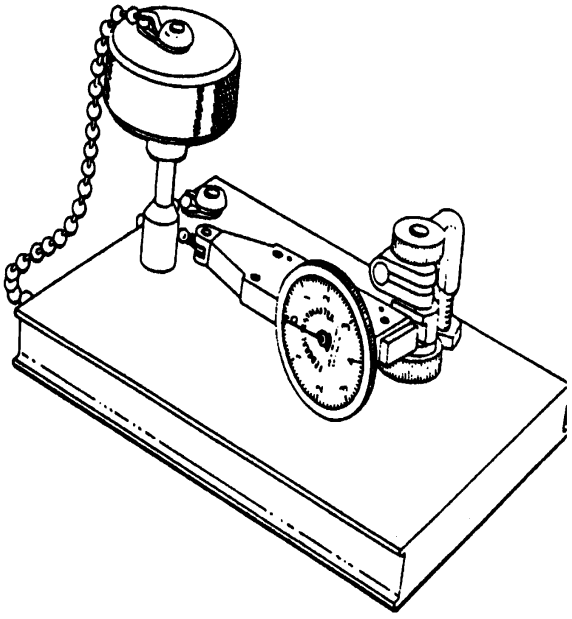

Figure 1. 6796889 Rod End Internal Clearance Checking Fixture
(3) Corrosion: Rust will be removed from all load carrying surfaces. Buff, polish, or clean chemically. In the advanced stages of pit corrosion, no correction is possible.
(4) Wear: Mount rod end in 6796889 internal clearance checking fixture. (See figure 1.)
(5) Check movement of rod end in a direction perpendicular to the axis of the bolt.
(6) Reject rod ends exceeding 0.005 inch movement.